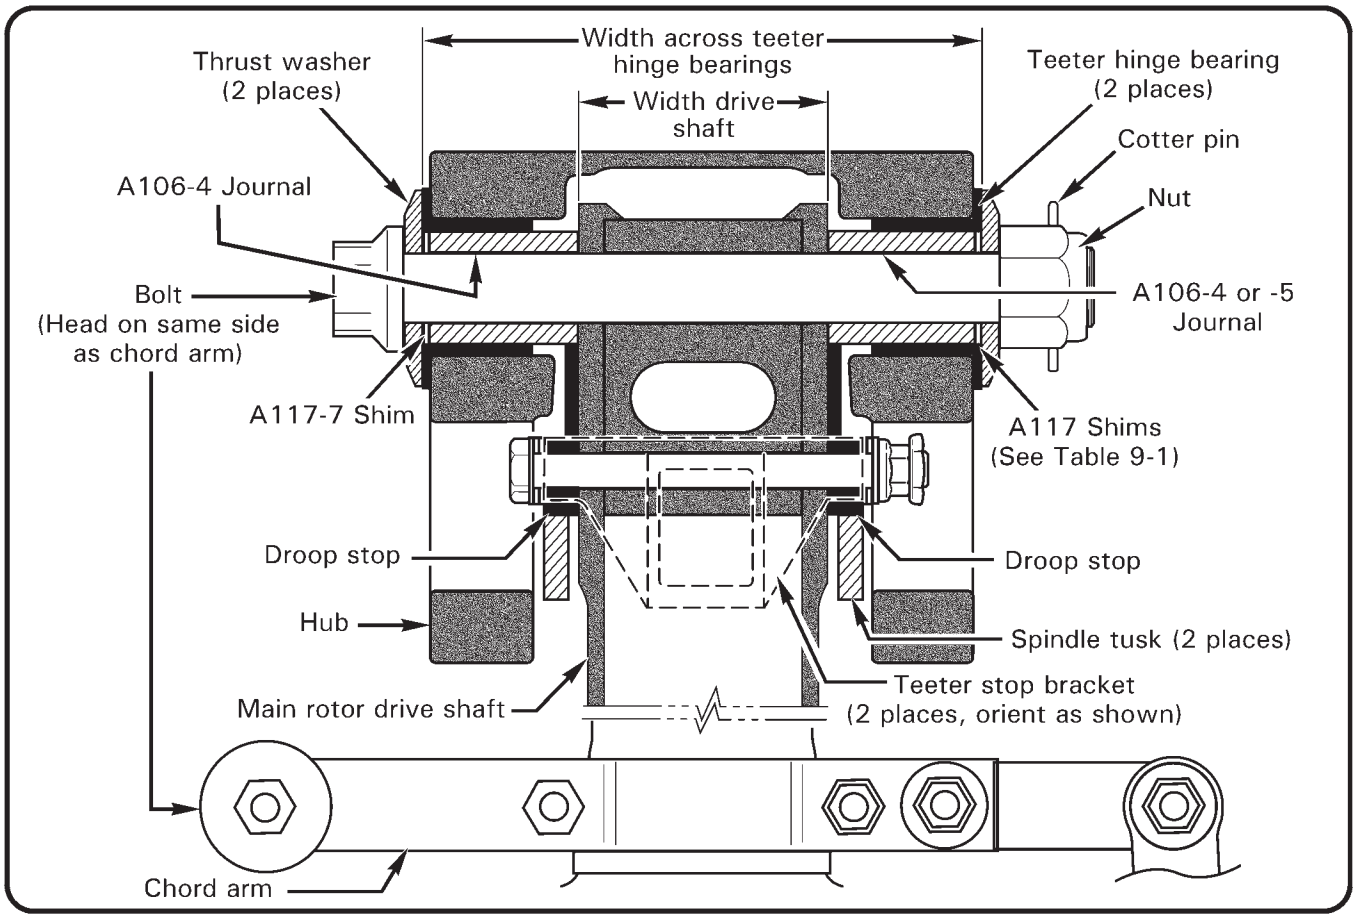

FIGURE 9-2A TEETER HINGE (HUB INSTALLATION)
2. Refer to Figure 9-2A. Mark rotor hub using a grease pencil, tape, or soft marker as follows:
3. Refer to Figure 9-2A. Line up mark on hub with chord arm on drive shaft. Install teeter hinge bolt, thrust washers, shims, and journals (if previous installation information is available, install parts exactly as removed).
Refer to Table 9-1 and Figures 9-2A, 9-2B, and 9-2C.
2. Refer to Figure 9-2A and Table 9-1. Remove cotter pin, nut, thrust washer, and nut-side A117 shims. Adjust teeter hinge friction by changing nut-side shim stack thickness in small increments; reducing shim stack thickness increases friction, increasing shim stack thickness reduces friction. Install shims, thrust washer, and nut.